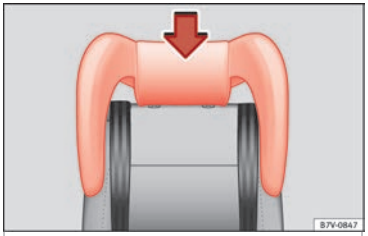

Fig. 94 Integrated child seats. install its head support.
- Enter the child seat head support in the corresponding backrest until it fits correctly into place ››› **Fig. 94**.